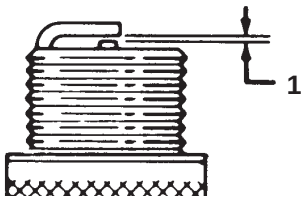

Figur 39
6. Justera gapet mellan elektroderna på tändstiftet till 0,76 mm som framgår av figur 39.